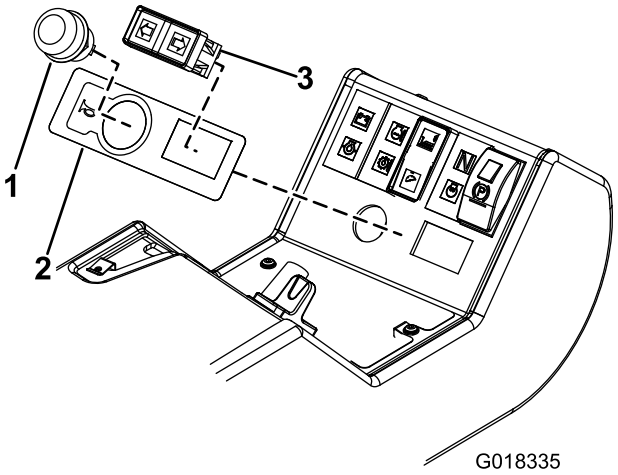
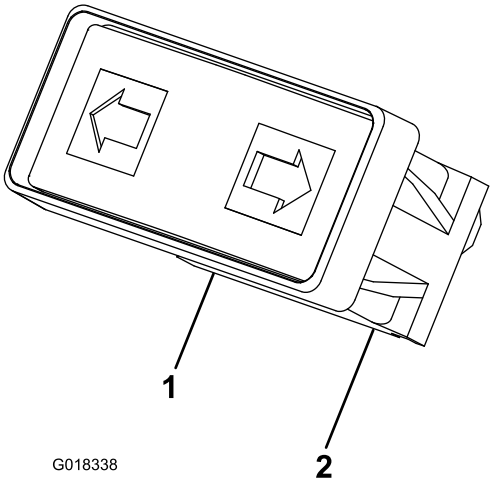

Figura 18
Figura 19
9. Instale la pegatina del claxon alineando los bordes de los huecos redondo y rectangular (Figura 18).
10. Instale el botón del claxon y el interruptor de los intermitentes en el panel de control (Figura 18). Instale el interruptor de los intermitentes con los cables Verde/Rojo a la izquierda y los cables Verde/Blanco a la derecha, según se muestra en Figura 19.